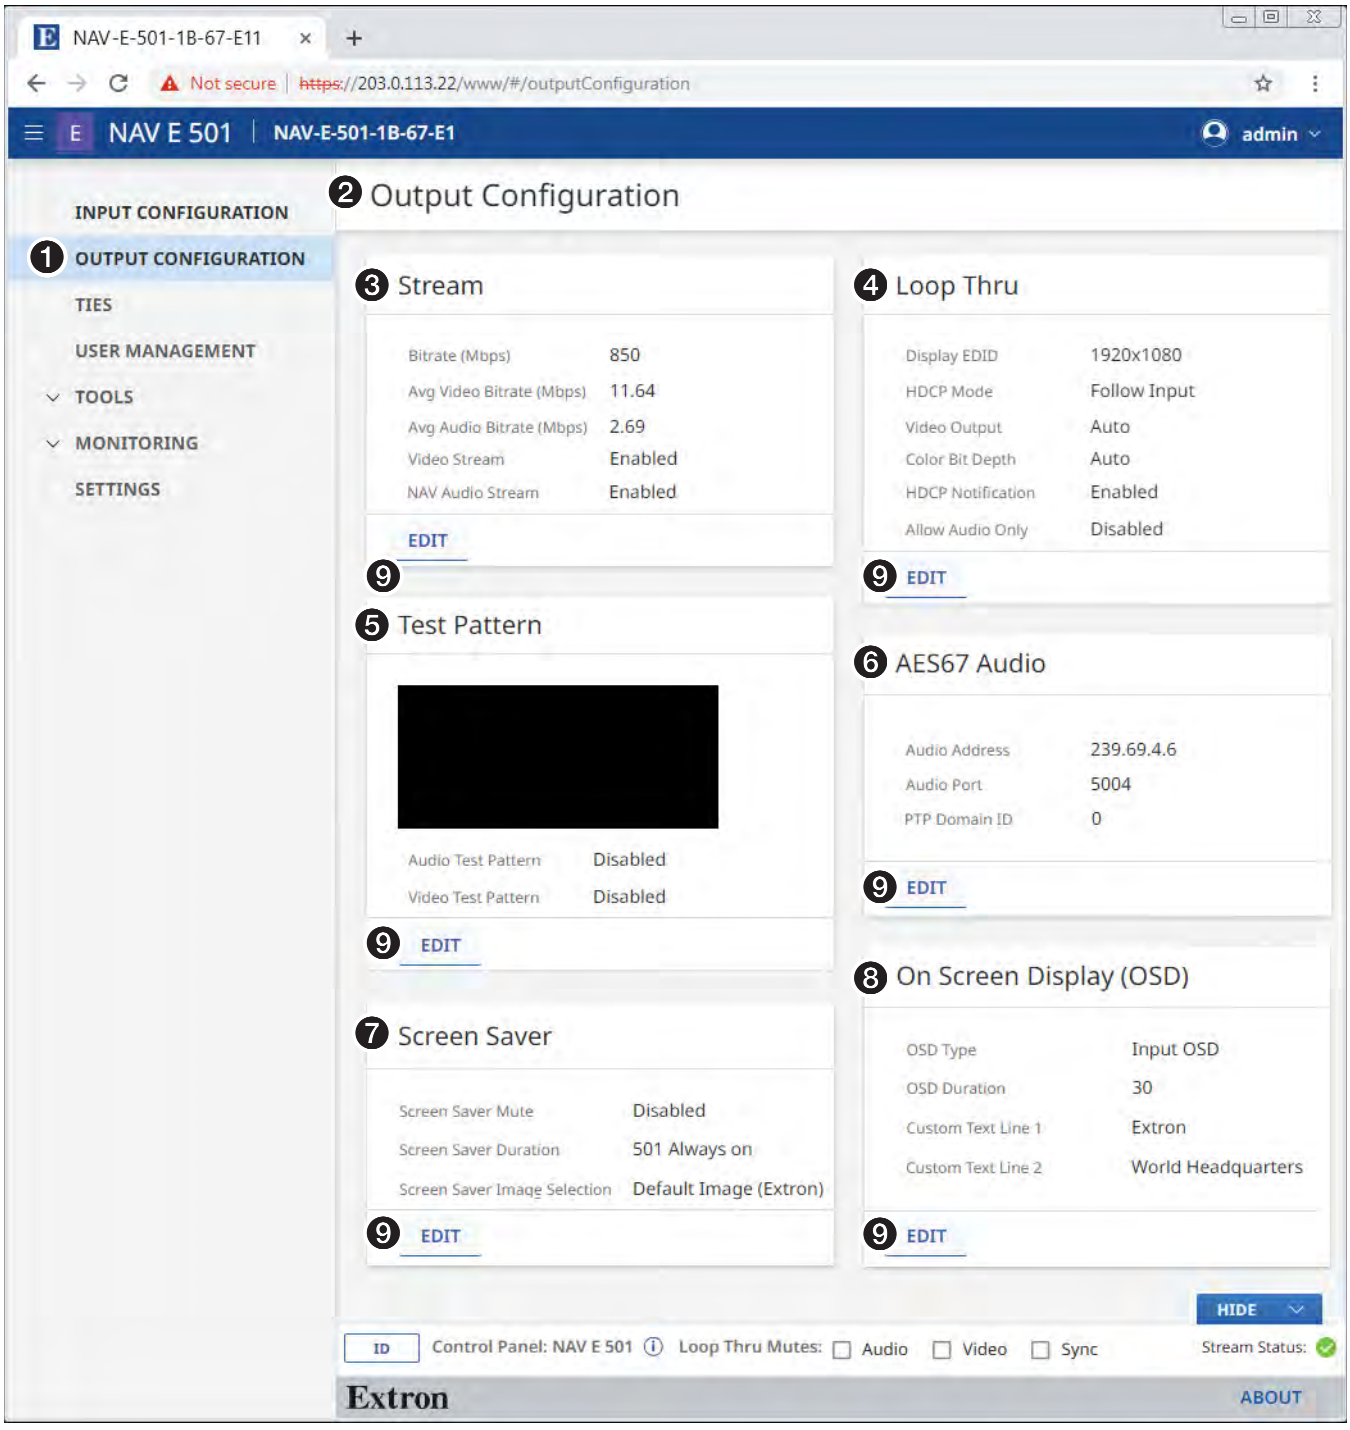

Figure 17. Output Configuration Page
Access the Output Configuration page (see figure 17) by clicking the link on the left side of the browser (❶). The browser displays the Output Configuration panel (❷).
Each pane has settings that can be changed by clicking the **EDIT** button (see figure 17, ❾) in the appropriate pane. The selected dialog box opens (see **Stream pane**, **Loop Thru pane**, **Test Pattern pane**, **AES67 Audio**, **Screen Saver pane**, and **On Screen Display (OSD) pane**).